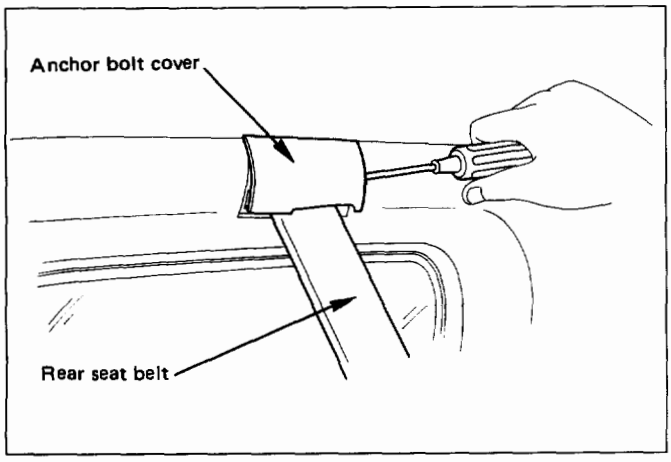

Fig. 10-223
4. **Rear seat belt upper anchor bolt cover and anchor bolt. (Fig. 10-223)**